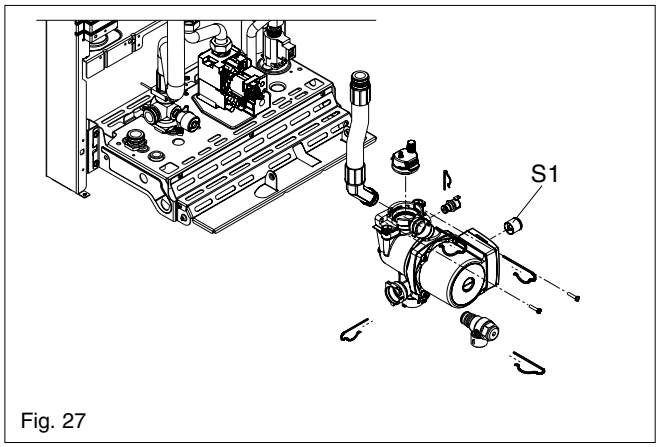

Fig. 27
6.14 AUTOMATIC BY-PASS (fig. 27)